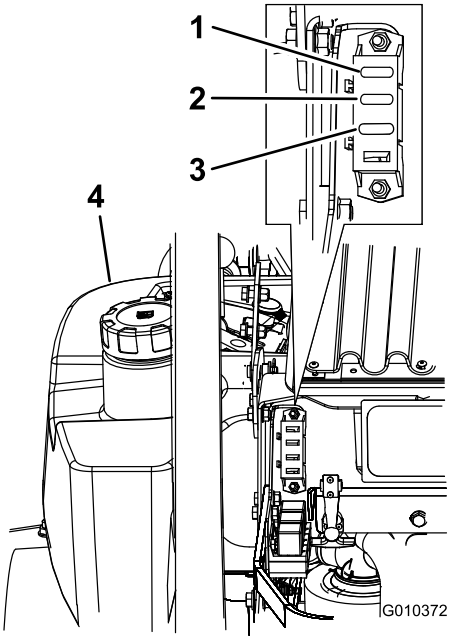

**Figur 53**
1. Løsn motorhjelmen, og hæv den for at få adgang til sikringsholderen (Figur 53).
3. Isæt en ny sikring (Figur 53).